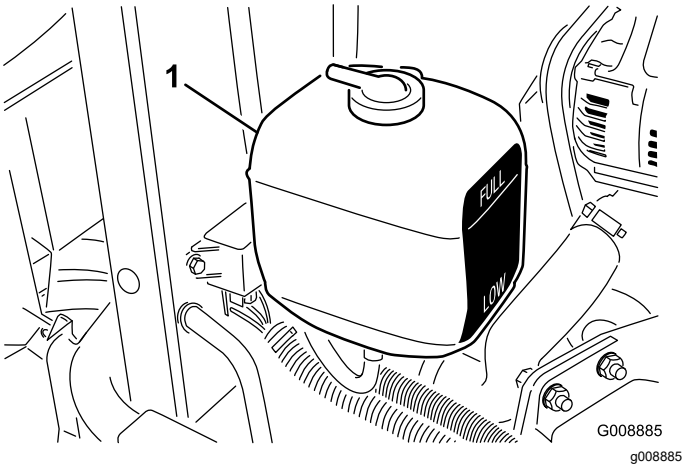

Rysunek 61
2. Należy sprawdzać poziom płynu w zbiorniku wyrównawczym (Rysunek 61). Przy zimnym silniku poziom płynu w układzie chłodzenia winien znajdować się mniej więcej w połowie między górną i dolną kreską zaznaczoną na boku zbiornika.